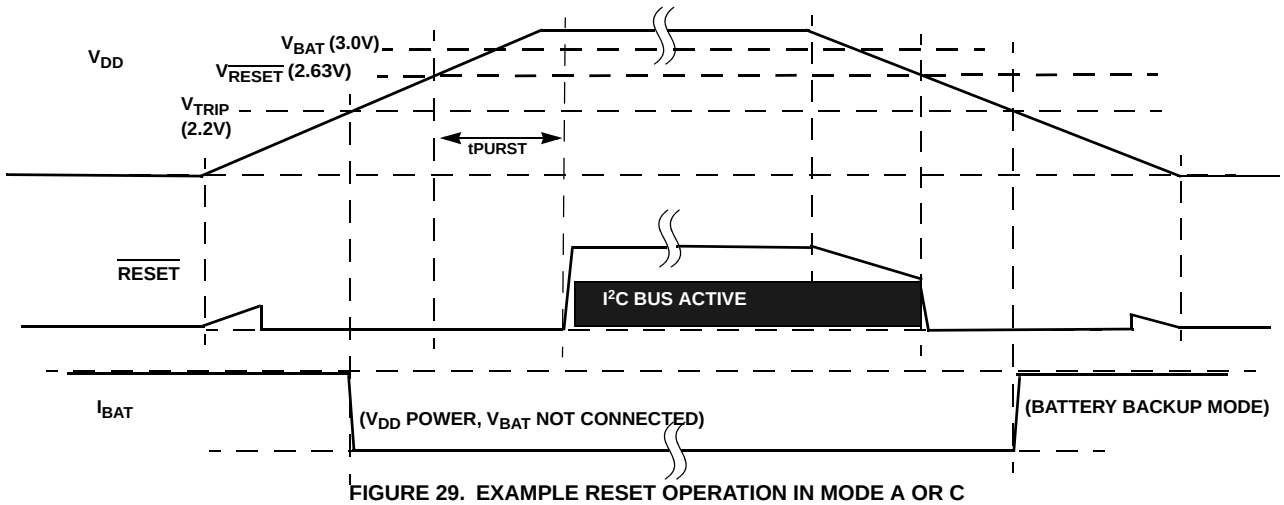

FIGURE 29. EXAMPLE RESET OPERATION IN MODE A OR C
- Mode A - In this mode, selection bits indicate a low VDD switchover combined with I^2C operation in battery backup mode. In actuality the VDD will go below $V_{\overline{RESET}}$ before switching to battery backup, which will disable I^2C ANYTIME the device goes into battery backup mode. Regardless of the battery voltage, the I^2C will work down to the $V_{\overline{RESET}}$ voltage (see Figure 29).
- Mode C - In this mode, the selection bits indicate a low VDD switchover combined with no communications in battery backup. Operation is actually identical to Mode A with I^2C communications down to $V_{DD} = V_{\overline{RESET}}$, then no communications (see Figure 29).